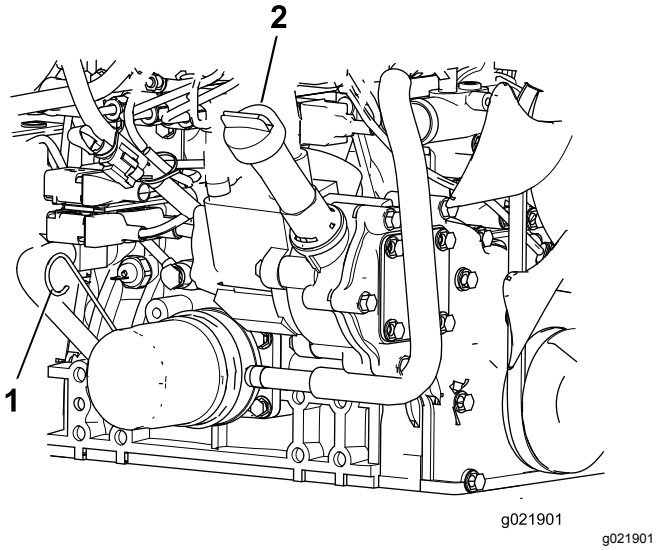

Figuur 72
3. Verwijder de peilstok uit de buis, veeg deze schoon en plaats de peilstok weer in de buis. Haal de peilstok er weer uit. Het oliepeil moet zich tussen de VOL- en BIJVULLEN-markering bevinden (Figuur 72).
4. Als het oliepeil te laag is, moet u de vuldop verwijderen en olie bijvullen tot het peil zich tussen de VOL- en BIJVULLEN- markering bevindt (Figuur 72).